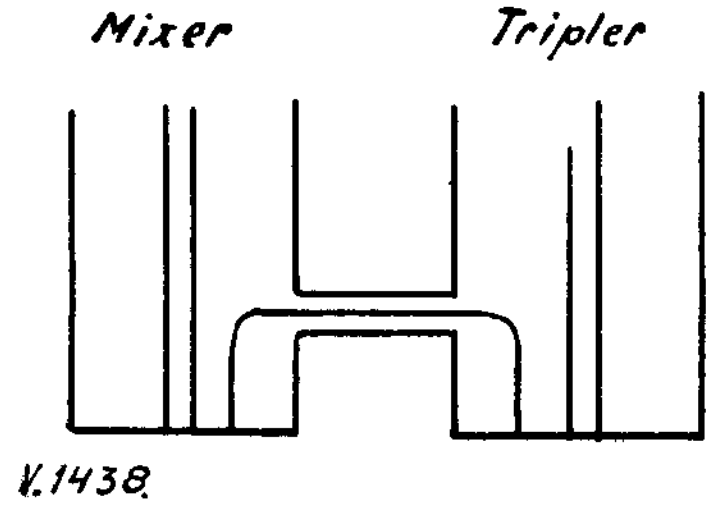

Fig. 7
d. De koppeling van het L.O. signaal naar de mixerkring is nog niet geheel bevredigend, want het geeft nog stralingsverliezen. Een betere methode is aangegeven in fig. 7. Ruimte voor experiment te over.